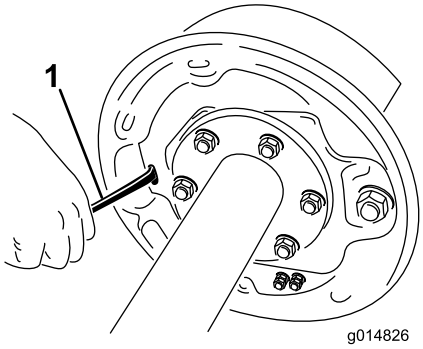

Figur 51
4. Drej stjernehjulet på justeringsmontagen med en skruetrækker for at udvide bremseskoene (Figur 51).